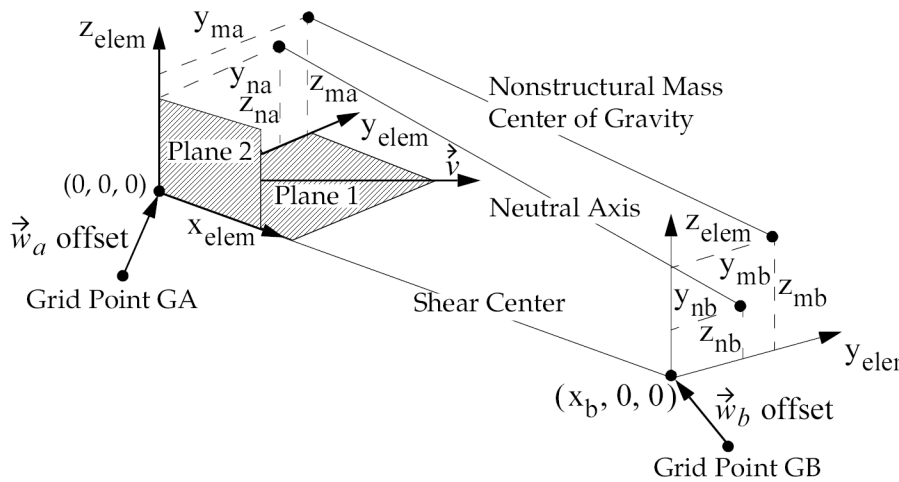

Figure 16-6. PBEAM Element Coordinate System
Ci, Di, Ei, Fi	The y and z locations (i = 1 corresponds to y and i = 2 corresponds to z) in element coordinates relative to the shear center (see Figure 16-6 in Remark 10) for the cross section located at X/XB. The values are fiber locations for stress data recovery. (Real)
3. If no stress data at end A is to be recovered and a continuation with the SO field is specified, then the first continuation entry, which contains the fields C1(A) through F2(A), may be omitted.
10. Figure 16-6 describes the PBEAM element coordinate system.